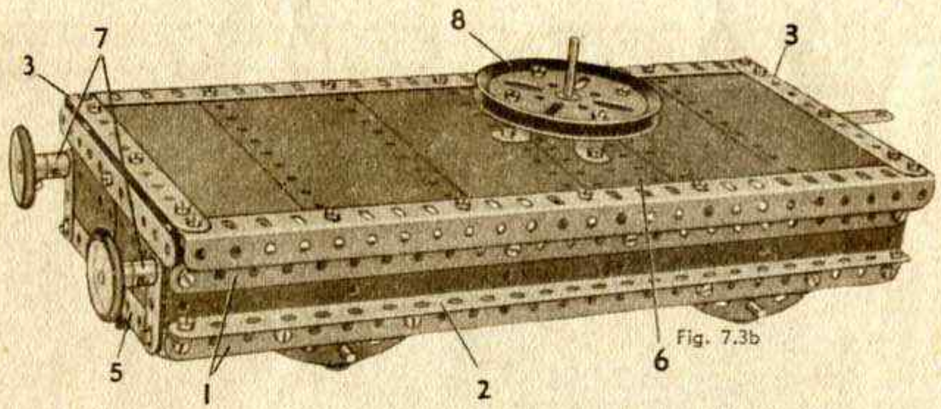

Fig. 7.3b
Une tringle de 4 cm. est bloquée dans une poulie de 75 mm. (8) (Fig. 7.3b). Cette poulie est fixée à la plaque à rebords 6 par quatre supports doubles.